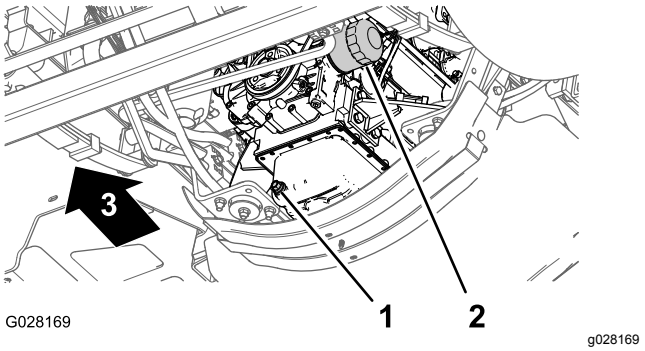

Figur 71
3. Plasser et tappefat under motoroljefilteret (Figur 71).
4. Fjern det gamle oljefilteret (Figur 71).
8. Sett oljefilteret i filteradapteren, drei oljefilteret med klokken til gummipakningen kommer i kontakt med filteradapteren og stram så til filteret en ytterligere 1/2 omdreining (Figur 71).
1. Plasser tappefatet under tappepluggen (Figur 71).
2. Fjern tappepluggen (Figur 71) og la oljen renne helt ut.